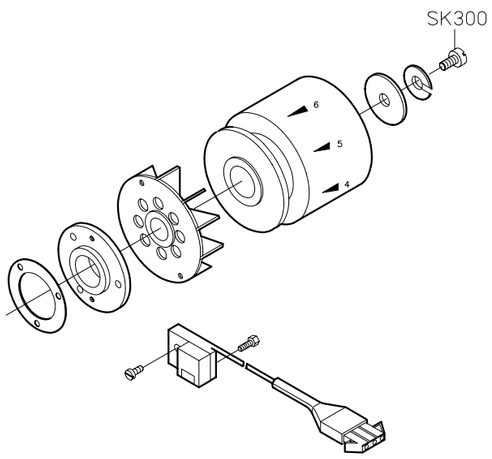

Fig. 24
(2) El sincronizador (Fig. 24)
Para el ajuste tome la cinta polea y la rueda ventilador. Sujete el sincronizador y el cable como se muestra en la FIg. 24. sin embargo, tenga cuidado de que el cable no pueda tocar la cinta polea y la rueda ventilador.
2. El sincronizador Desensamble la cinta de la rueda y ventilar en orden. Después, Ajuste el sincronizador y el cable. Por favor note que el cable no debe tocar la cinta de la rueda o el ventilador. (Fig. 24)	(5) Las posiciones comparativas del ES89 y ES60E-1 no están correctas. (6) La clavija de la toma corriente se ha caído o no hace contacto. (7) La barra magnética del ES77 o ES85 esta desactivado. (La luz de operación no se encenderá). (8) El movimiento de derecha a izquierda del Es56 no es suave. 2. Al realizar la costura. El camino de las puntadas no es regular, y tiene puntadas saltadas en la costura overlock. (1) El hueco de la placa aguja es demasiado grande. (2) El KU60 y Ks47 están sueltos. (3) Mal manejo de los operadores. (4) La razón diferencial no esta bien ajustada. (5) El alimentador dentado esta gastado. (6) El pie pisa-prénsatelas no esta plano o liso. (7) El alto del KU60 y la placa guía de la tela están muy abajo. (8) El Es56 tiene salientes (9) El ES48 esta demasiado lejos de la cuchilla. (El nivel paralelo es malo) (10) El número de costuras cruzadas es incorrecto en la caja de control.